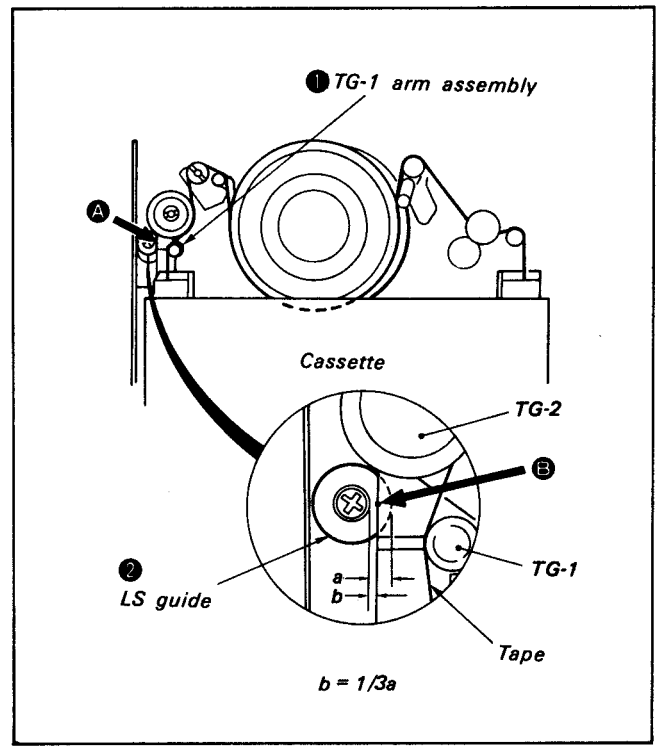
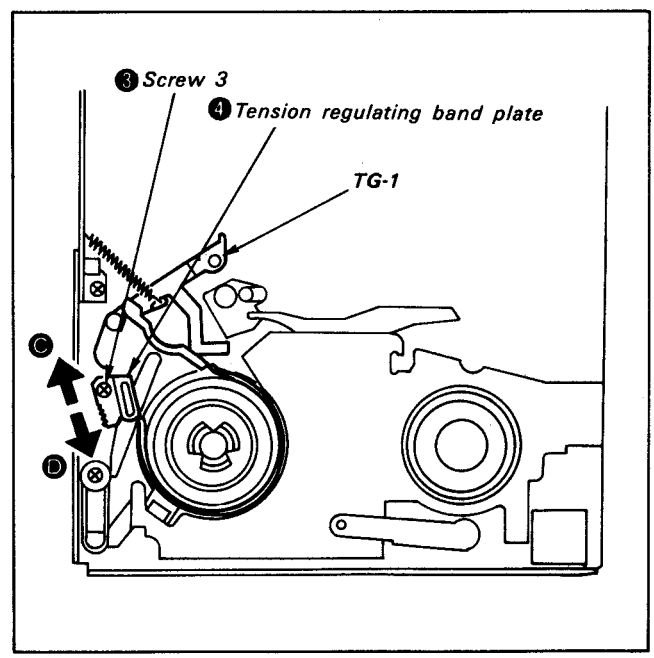

Fig. 2-46
Fig. 2-47
2) In tape running state, confirm whether the arrow marked Ⓐ point is positioned at the point (arrow mark Ⓑ) 1/3 within the thickness of LS guide ❷ or not. (See Fig. 2-46)
4) Loosen screw ❸.
5) If TG-1 arm assembly ❶ is within the inner side than the specified position, shift the tension regulating band plate ❹ slightly in the direction of arrow Ⓒ. If it is in the outer side, shift it slightly in the direction of arrow Ⓓ and secure it with screw ❸. (See Fig. 2-47)